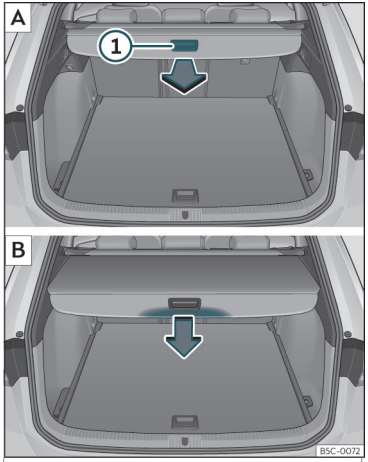

Fig. 109 Nel bagagliaio: srotolare e arrotolare il pianale.
- Tirare in modo uniforme all'indietro la maniglia di appiglio del pianale ››› **fig. 109** ① A ed estrarla al massimo finché non si sente uno scatto.
- Premere la maniglia di appiglio del pianale nel senso della freccia, fino a sbloccarlo ››› **fig. 109** B.